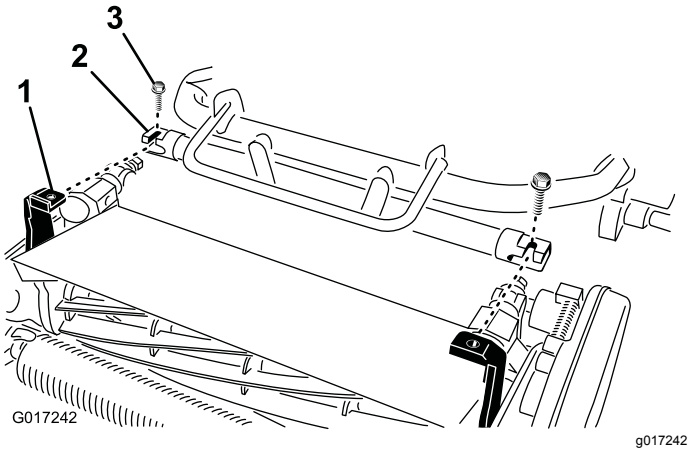

**Rysunek 8**
4. Manewruj ramą maszyny do przodu, aż dojdzie do jej sprzęgnięcia z ramionami obrotowymi zespołu tnącego Rysunek 8.
5. Zamocuj ramę maszyny do ramion obrotowych zespołu tnącego przy pomocy 2 śrub (⅜ x ¾ cala) (Rysunek 8).